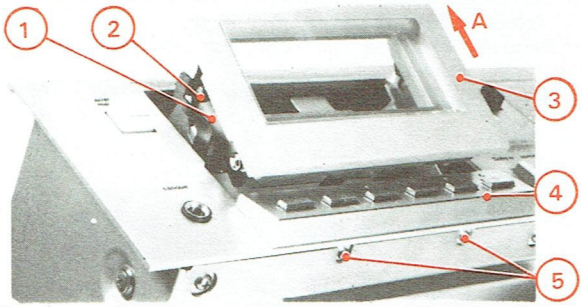

Fig. 1
A - DÉPOSE DE L'ENSEMBLE DE COMMANDE ÉLECTRO-MAGNÉTIQUE (Fig. 1)
3° Enlever la vis (2) (Fig. 1)